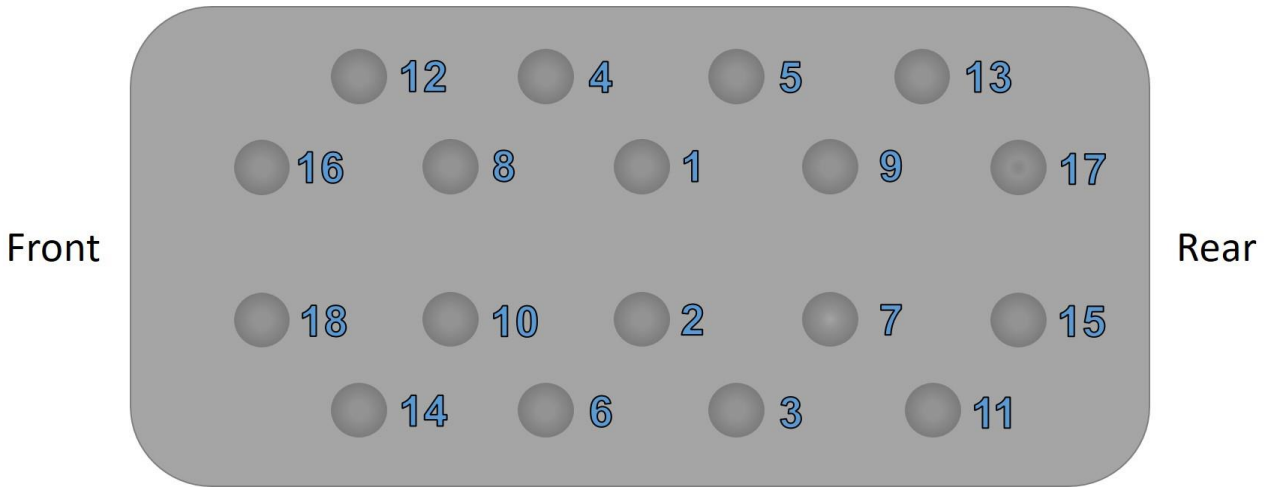

Figure 28: Cylinder Head Tightening Sequence
- Tighten all the cylinder head bolts to 30Nm following the sequence shown in **Figure 28**.
- Tighten all the cylinder head bolts to 50Nm following the sequence shown in **Figure 28**.
- Turn all the cylinder head bolts 60° clockwise following the sequence shown in **Figure 28**.
- Turn all the cylinder head bolts a further 60° clockwise following the sequence shown in **Figure 28**.